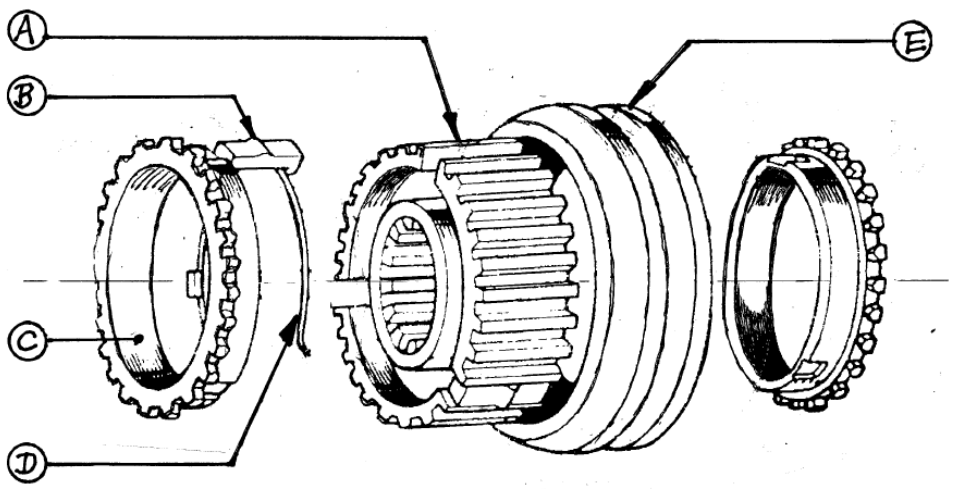

FIGURE 2
3.1 FIGURE 2 below shows a sketch of a synchromesh unit of a gearbox.